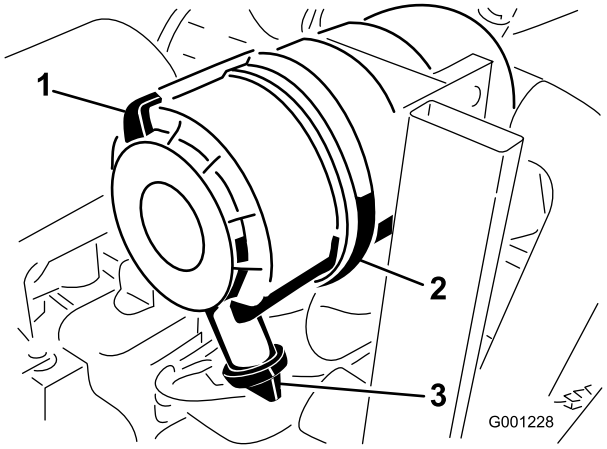

Figuur 46
1. Trek de vergrendeling naar buiten en draai het luchtfilterdeksel linksom (Figuur 46).
2. Verwijder het deksel van het luchtfilterhuis (Figuur 46).
8. Monteer het deksel met de rubberen uitlaatklep naar beneden gericht – in een positie tussen ongeveer 5:00 tot 7:00 uur, gezien vanaf het uiteinde (Figuur 46).